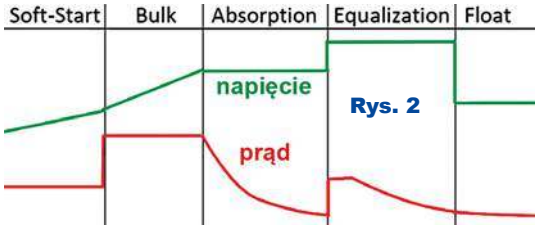

Rys. 2
***EQU***, co zwykle tłumaczone jest jako *equalization*, ale czasem jako *equilibrium*. W każdym razie chodzi o tak zwaną ***fazę wyrównawczą***. Ilustruje to **rysunek 2**, pochodzący z instrukcji obsługi pewnego sterownika solarnego.